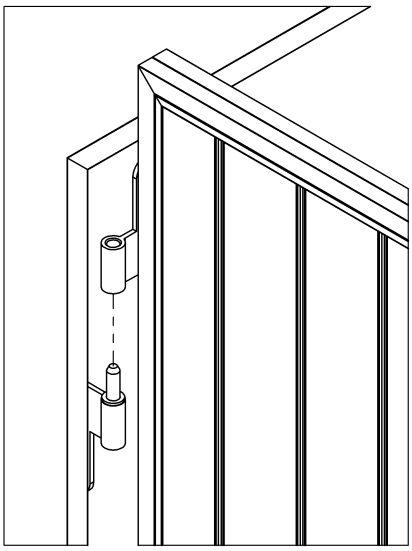

Figure 4.1
1. Gondez les vantaux de rive (Fig. 4.1).